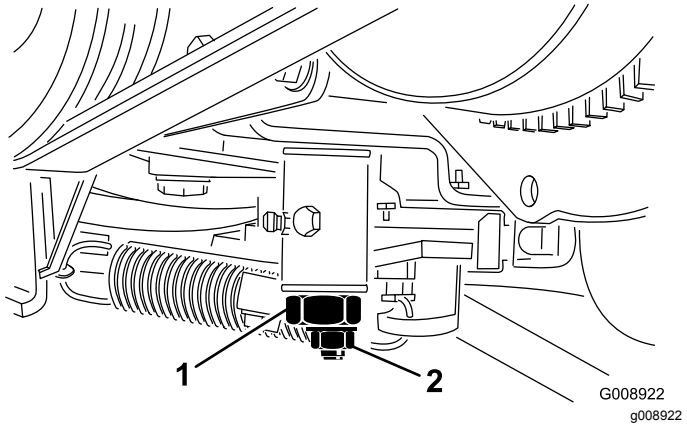

Figuur 67
3. Draai de borgmoer op de afstelnok van de tractie los (Figuur 67).